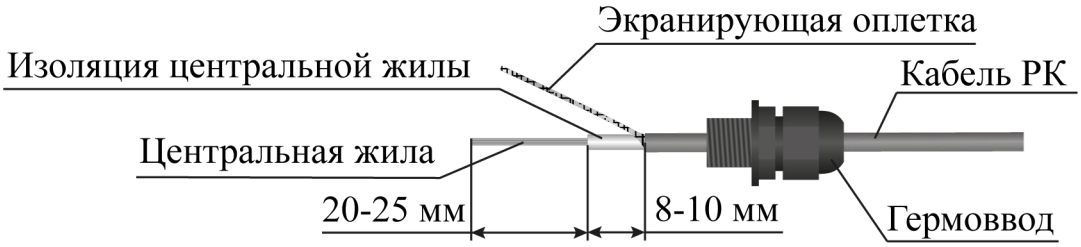

Рисунок 4.26
– на кабель РК надеть гермоввод, корпус муфты (рисунок 4.26);
– слегка затянуть накидную гайку гермоввода (рисунок 4.26);
– снять изоляцию центральной жилы, оставив 8 - 10 мм до края внешней изоляции (рисунок 4.26);
– обкусить центральную жилу, оставив 20 – 25 мм (рисунок 4.26)